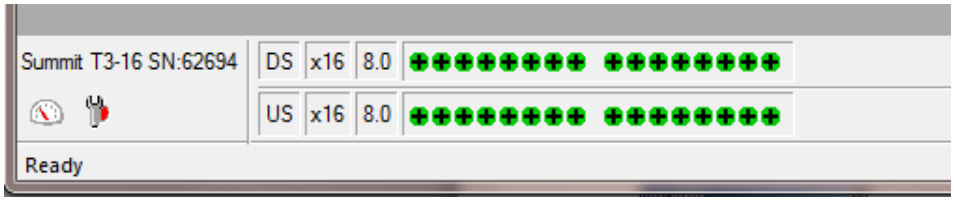

Figure 5.137: Dashboard View
3. After the recording is complete, click the Dashboard View icon to open the Dashboard dialog and verify the polarity calculated by the analyzer (see Figure 5.137 on page 364).